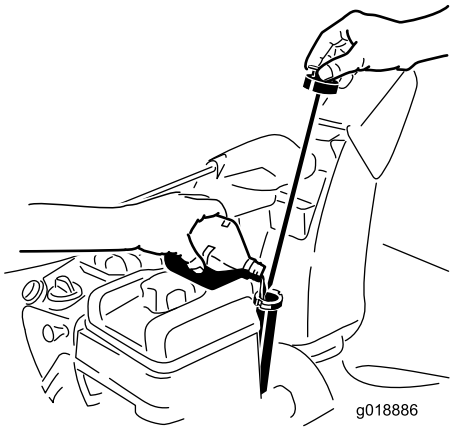

Rysunek 35
2. Następnie wyjmij wskaźnik i sprawdź poziom oleju (Rysunek 35). Jeśli poziom oleju nie przekracza oznaczenia Add na wskaźniku, uzupełnij olej. Patrz 5 Uzupełnianie oleju w silniku (Strona 11).